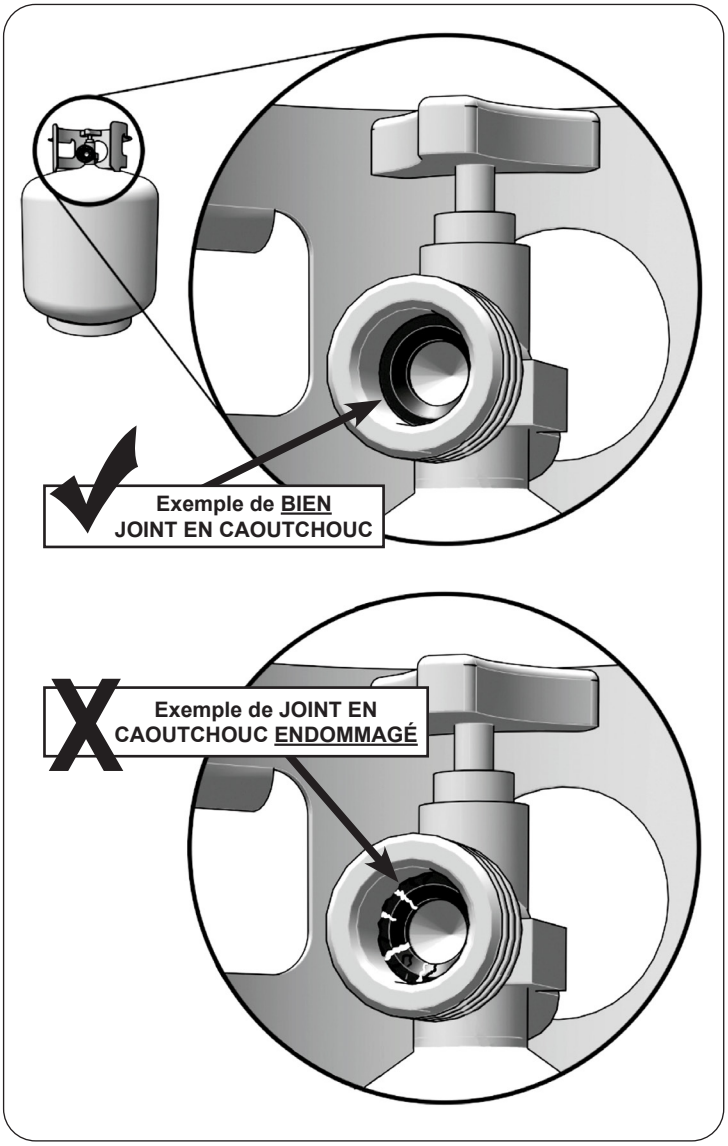

Fig. 10-1 Inspecter le joint en caoutchouc
d. **Connexions CGA 791 sur les bouteilles de GPL :** L'élément d'étanchéité en caoutchouc du joint d'étanchéité de la face élastomère du cylindre sur ces appareils pourrait, avec le temps, présenter des dommages marqués et visibles ou une détérioration qui pourrait causer une fuite même avec la connexion serrée. Une inspection visuelle du joint doit être effectuée chaque fois qu'une bouteille de GPL est remplacée ou remplie. Toute bouteille de GPL présentant des signes de dommages ou de détérioration, tel qu'illustré à la Fig. 10-1, y compris des fissures et des piqûres visibles, doit être remplacée.